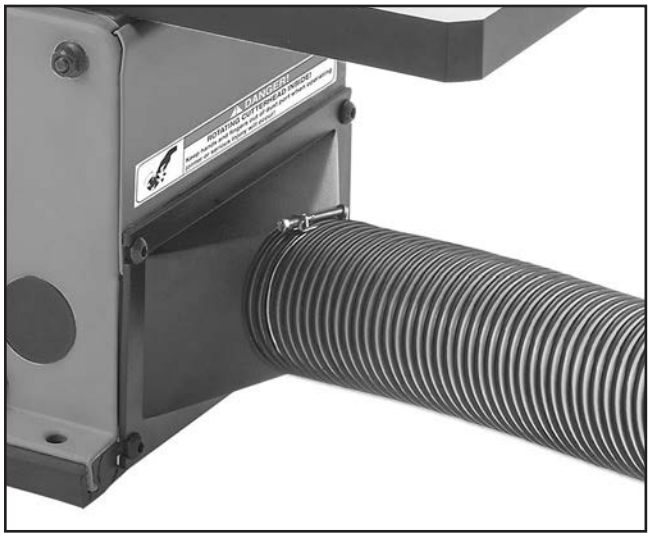

Figure 17. Dust hose attached to dust port.
1. **G0945/G0946:** Fit a 2½" dust hose over the dust port, as shown in **Figure 17**, and secure in place with a hose clamp.
2. **G0947:** Fit a 4" dust hose over the dust port, as shown in **Figure 17**, and secure in place with a hose clamp.